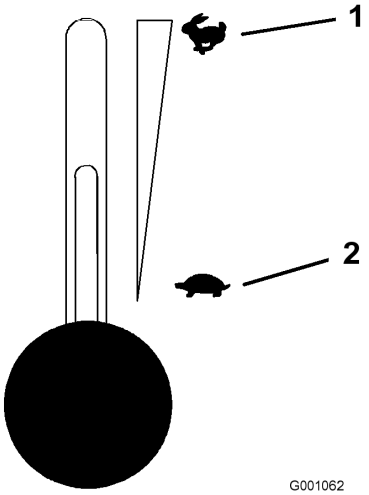

Figure 13
5. Réglez la manette d'accélérateur à mi-course (Figure 13).
2. Réglez la manette d'accélérateur à mi-course entre les positions bas et haut régime (Figure 13).